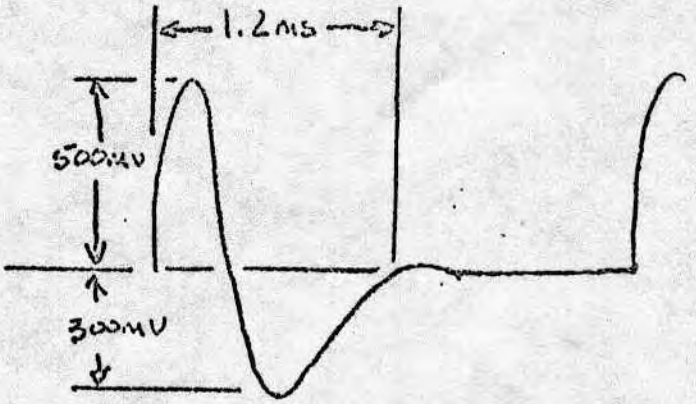

FIG. 12. SOURCE OF Q41 WITH "BRIGHT" TAB DEPRESSED, -3 VOLTS ON EXT. FIL., FREQ. OF 524HZ.
e. Depress "bright" tab and second C from the bottom of keyboard. Observe waveform at source of Q41. Apply -3 volts to Pin 5. Waveform should compare to waveform in Fig. 12. This tests the external control of the bandpass filter.